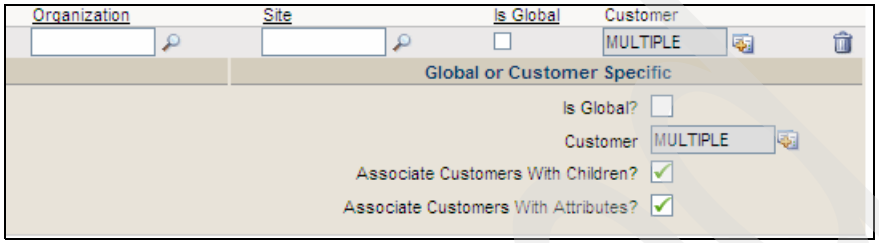

Figure 3-37 Add a Children with a different customer
5. Now we have two customer-specific classifications. Go to the REDCHILDREN classification, and add a child with a different customer, as shown in Figure 3-37.